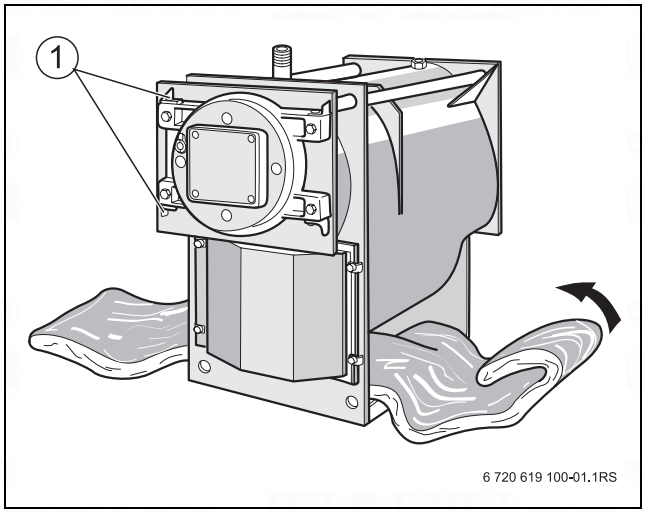

Fig. 7 Push the insulation underneath the boiler through to the opposite side.
- Make sure that both hinge bolts (→ Fig. 7, [1]) are inserted.
- Push the insulation underneath the boiler through to the opposite side (→ Fig. 7).